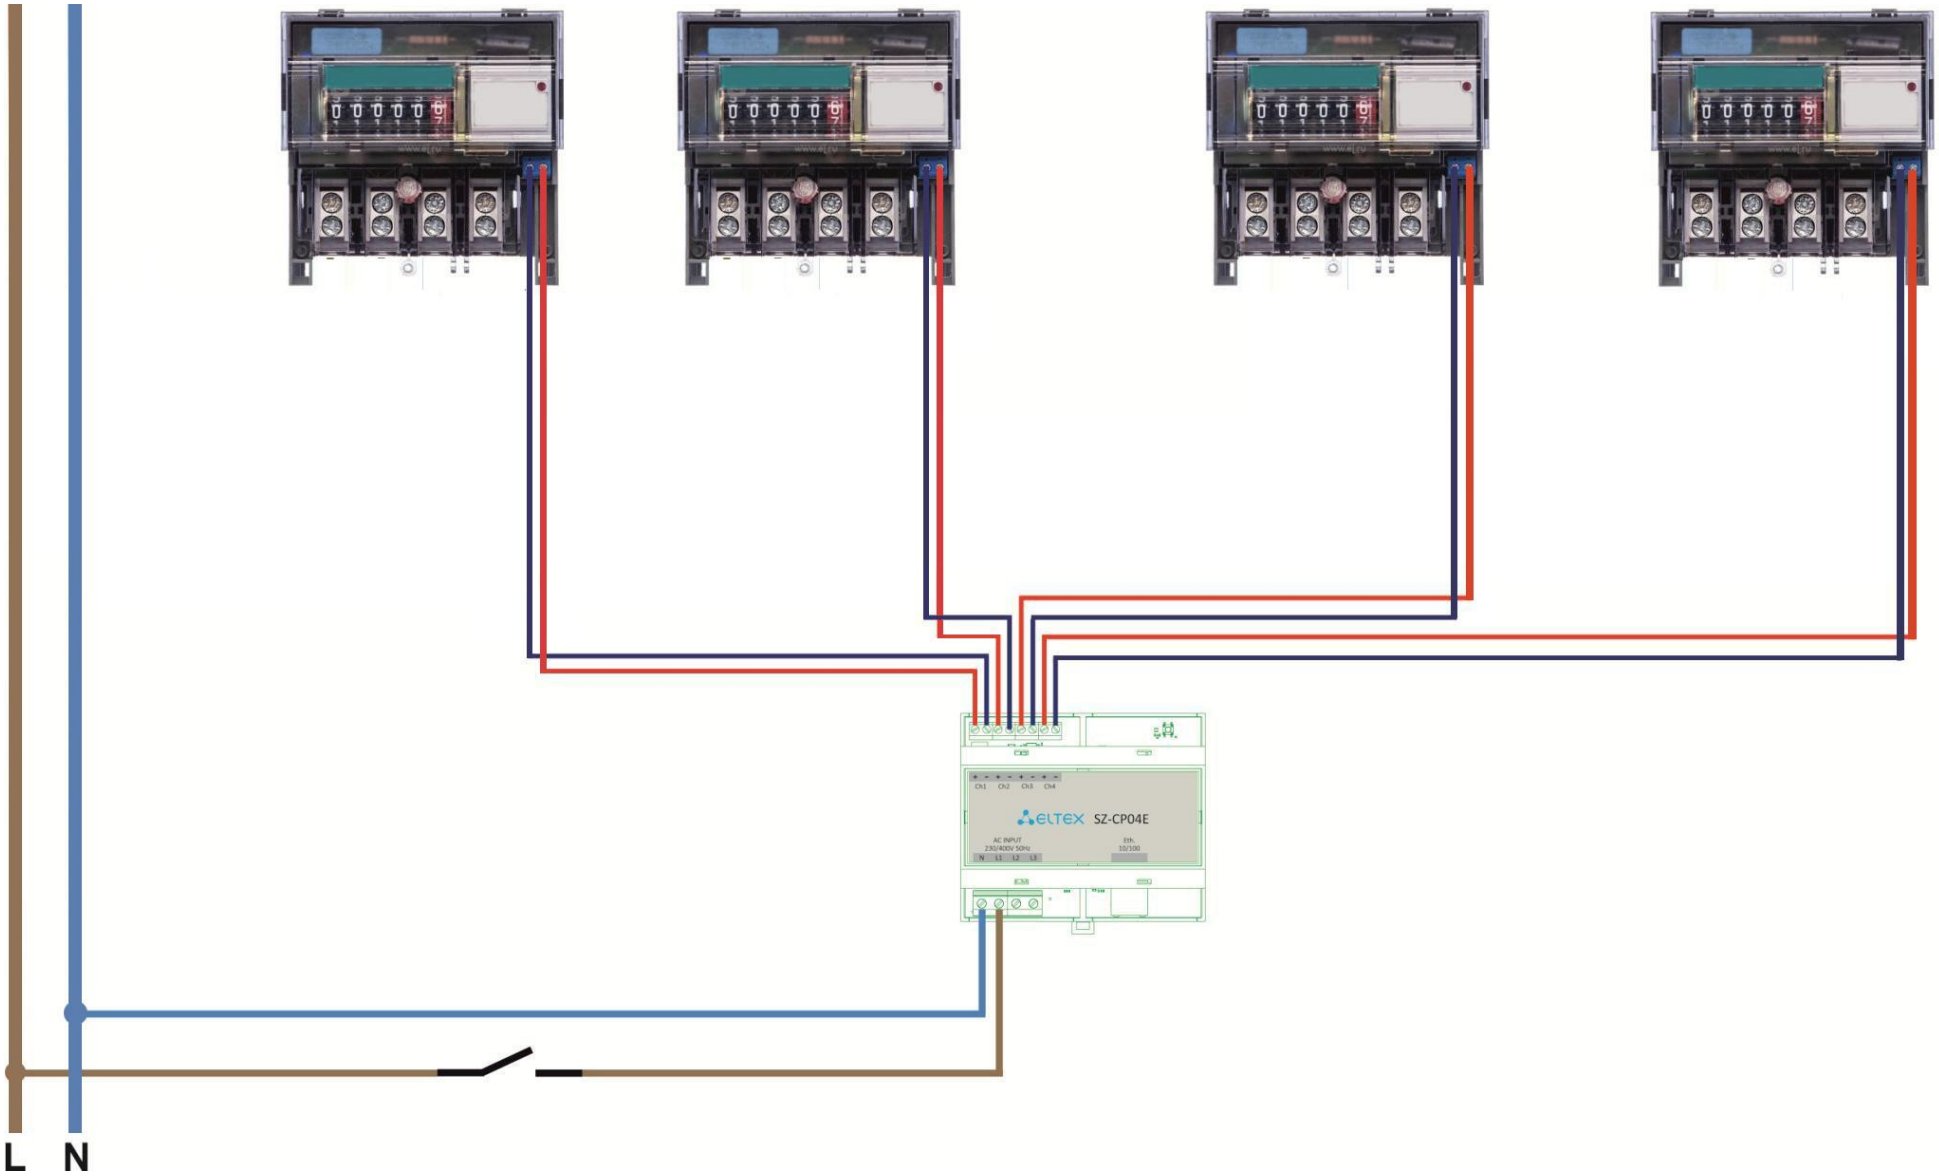

Рисунок 7 — Схема подключения к однофазной сети
4.1 Подключение к однофазной сети 220 В (рисунок 7). Подключите провода питания к колодкам N и L1. Соблюдать полярность подключения в таком случае необязательно.